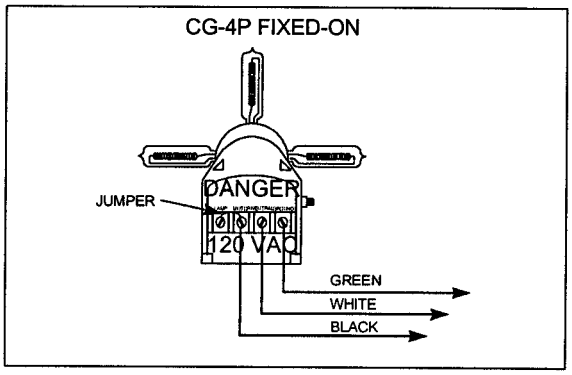

Figure 2-15
k. Wiring shall be 12/3 SO cable through a watertight stuffing tube, or individually insulated wires installed in conduit (Liquid-Flex near lantern). Wires shall have insulated spring spade lugs and terminated at the "Black" (120VAC), "White" (Neutral) and "Green" (Ground) terminals of the CG-4P lampchanger, as shown in Figure 2-15 for fixed-on, 24 hours a day operation.